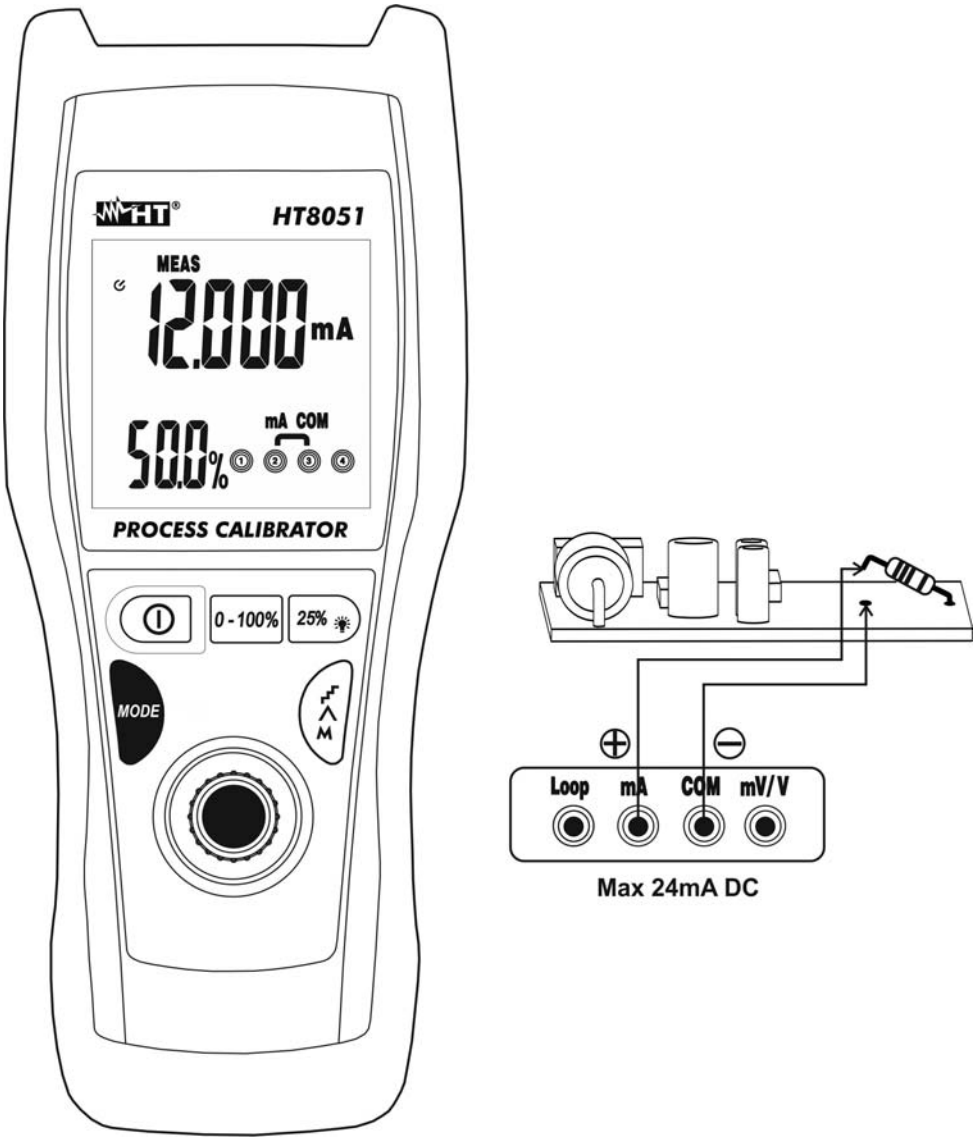

Fig. 5: Misura di corrente DC
4. Collegare il puntale verde ed il puntale nero in serie al circuito del quale si vuole misurare la corrente rispettando la polarità ed il verso della corrente (vedere la Fig. 5)
6. Il messaggio "**-OL-**" indica che la corrente in esame eccede il valore massimo misurabile dallo strumento. Lo strumento non esegue misure di corrente con polarità opposta rispetto alla connessione di Fig. 5. Il valore "0.000" è mostrato a display